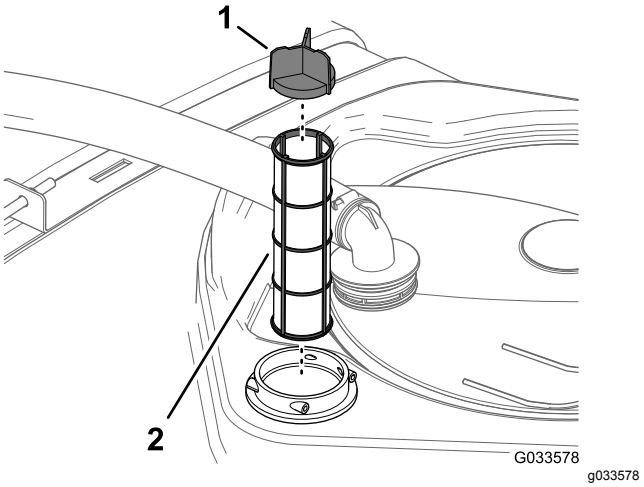

Figur 102
4. Fjern det gamle sugefilter fra filterhuset i tanken (Figur 102).